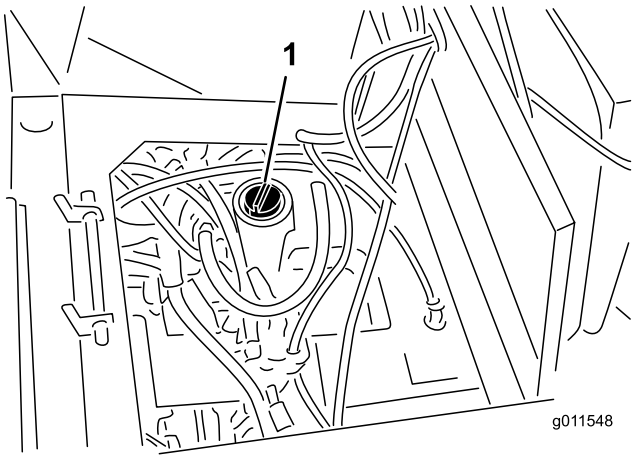

Figura 74
3. Encha o reservatório (Figura 74) com aproximadamente 30 l de fluido hidráulico. Consulte o ponto Verificação do fluido hidráulico.